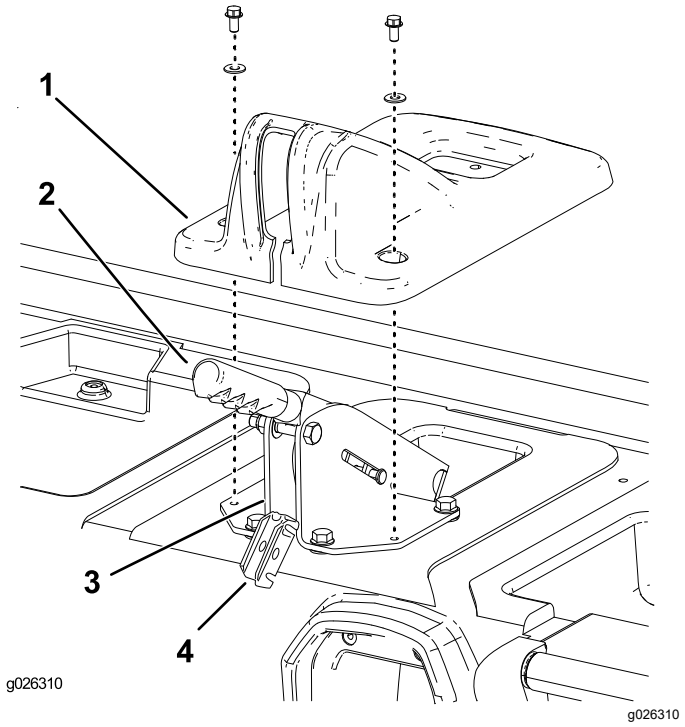

Figur 4
2. Afmonter de to bolte og spændeskive, der fastgør parkeringsbremsens dæksel til sædesoklen (Figur 4).
3. Løft dækslet over parkeringsbremsehåndtaget og af sædesoklen (Figur 4).
4. Afmonter gaffelbolten, der fastgør bremsekablets udlignerbeslag til bagsiden af bremsehåndtagets støttebeslag (Figur 4).
5. Løft udlignerbeslaget af støttebeslaget, og tag bremsekablerne af det (Figur 4).
6. Afmonter J-clipsen, der fastgør bremsekablerne til bagsiden af bremsehåndtagets støttebeslag (Figur 4).